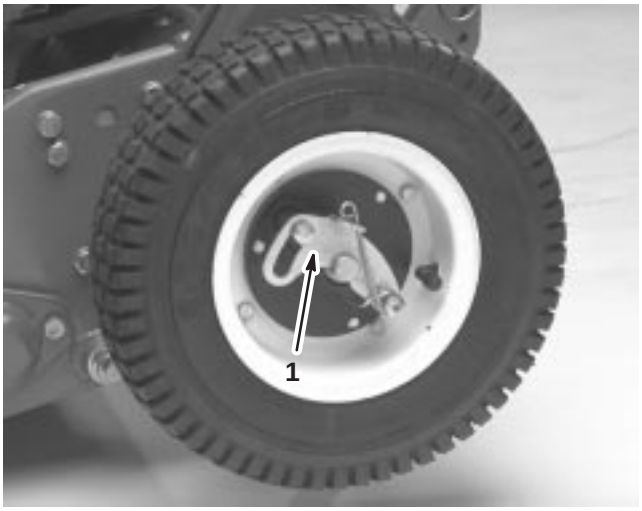

Figure 5
5. Apply Never–Seez to the exposed ends of the axles and slide the wheel onto the axle (Fig. 5).
6. Pivot the wheel locking clip away from center of the wheel allowing it to slide farther onto the axle (Fig. 5).